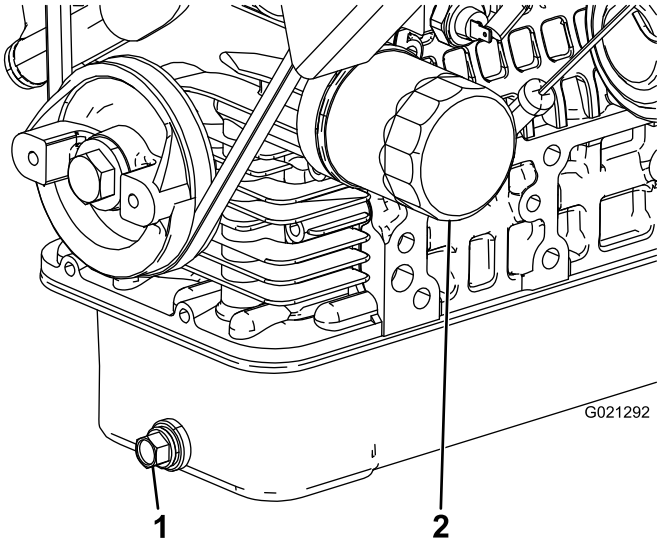

Figur 46
2. Fjern tappepluggen (Figur 46) og la oljen renne ut i et tappefat.
4. Ta av oljefilteret (Figur 46).